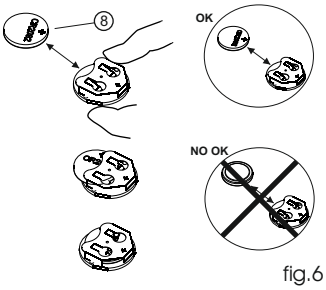

fig.6
- Replace the battery (8) with a model with similar characteristics, making sure to observe the correct polarity (fig. 6).
- Die verbrauchte Batterie (8) mit einer neuen mit den gleichen Merkmalen austauschen, dabei auf die richtige Polarität achten ist (Abb. 6).